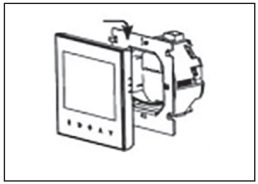

Рисунок 5
6.3.3. Установите обратно переднюю панель на закрепленную монтажную пластину таким образом, чтобы крючки монтажной пластины попали в отверстия и при сдвиге вниз вошли в пазы передней панели *(рисунок 5)*.